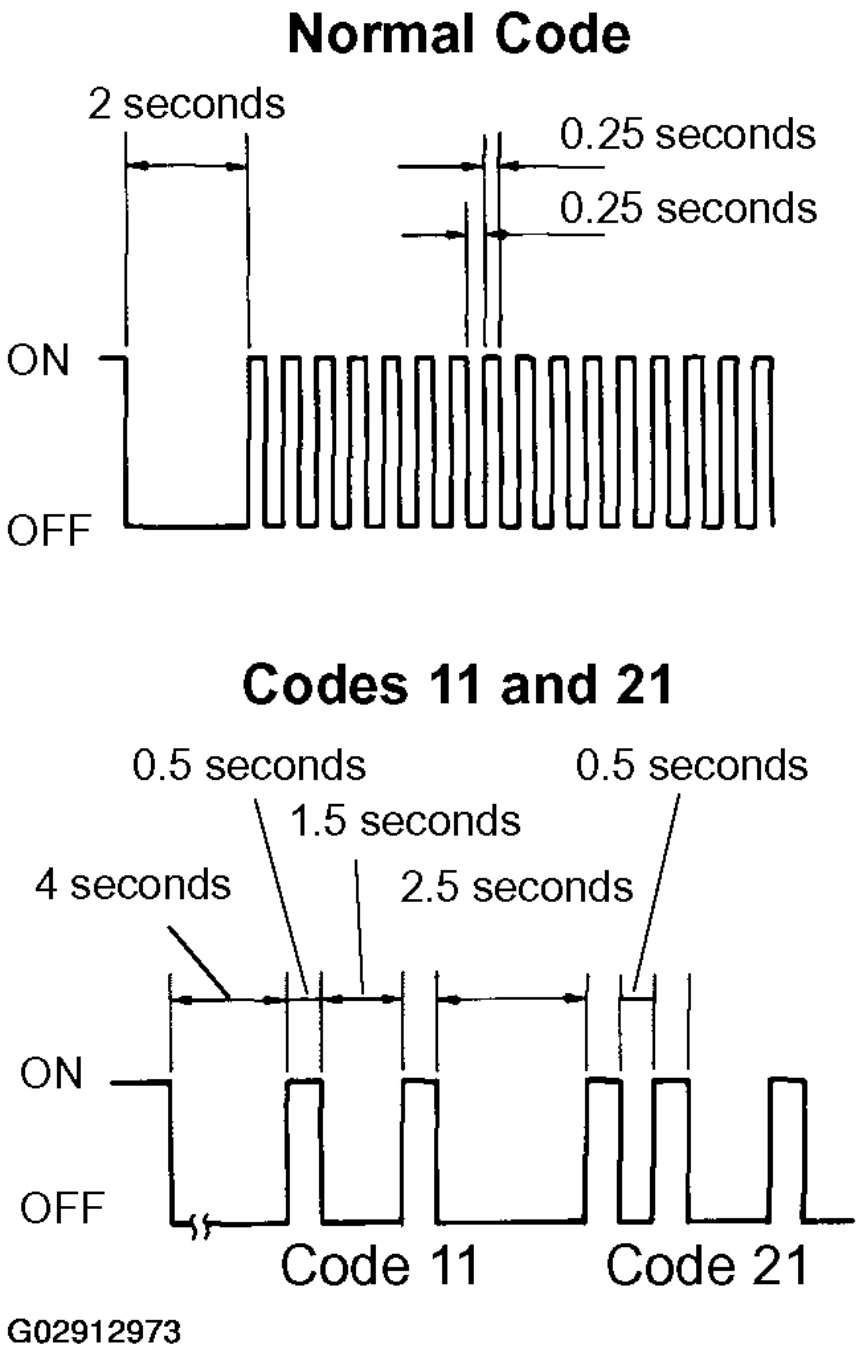

Fig. 6: Reading DTC Codes
- As an example, the blinking patterns for normal code and codes 11 and 21 are shown in **Fig. 6** .